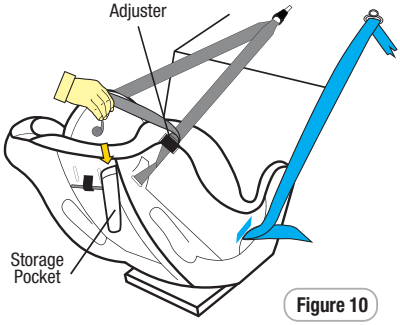

Figure 10
**Step 8:** Store any excess webbing, from the top tether strap in the storage pocket provided on the restraint (refer to Figure 10).